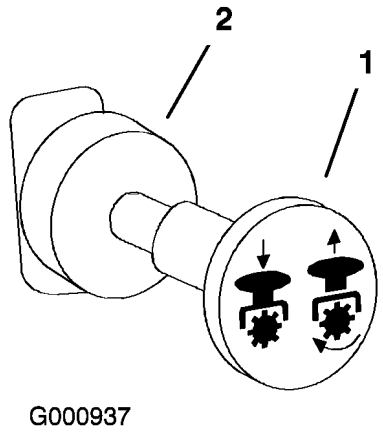

Figur 15
4. Dra ut kraftuttagsbrytaren (PTO) för att koppla in kraftuttaget (Figur 15).
Tryck in kraftuttagsbrytaren (PTO) för att stänga **av** kraftuttaget (Figur 15).